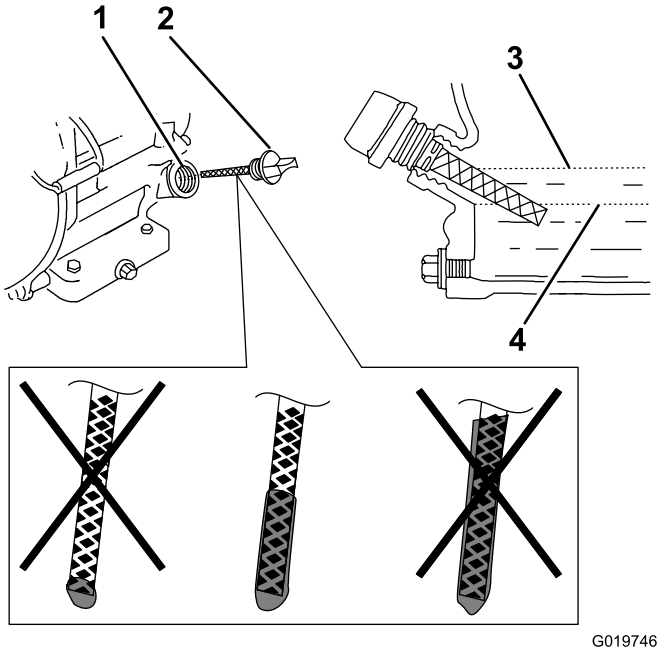

Figura 54
1. Retire la varilla (Figura 54) y vierta aceite lentamente en el orificio de llenado hasta que el nivel de aceite llegue a la marca de límite superior (borde inferior del orificio de llenado de aceite) de la varilla.